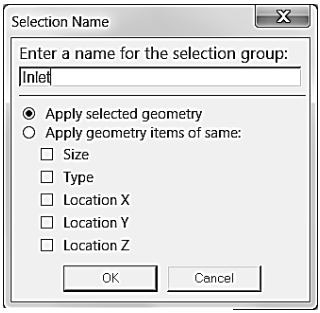

Рис. 30.
2) Появится окно Selection Name, рис. 30, в которое следует ввести Inlet. Нажать OK. Подобную операцию проделать со всеми границами, вводя соответствующие имена.